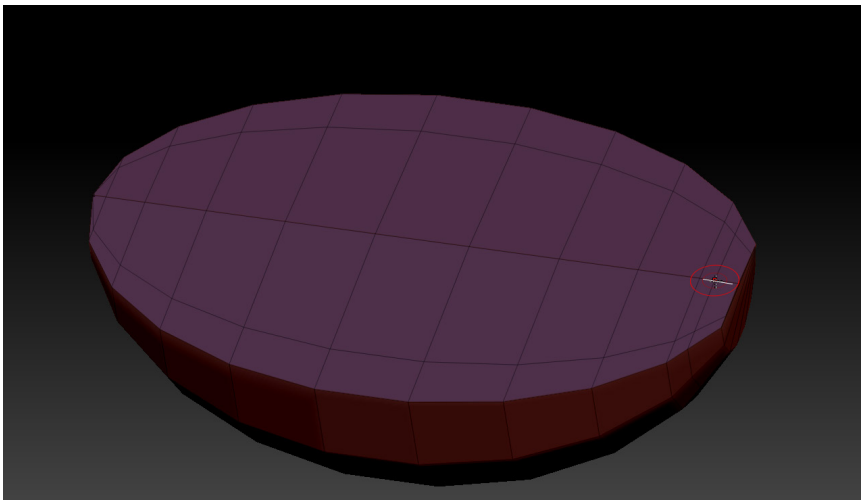

Figure 3-118 *The edge loop created*
5. Click on the bottom center of the edge; an edge loop is created, as shown in Figure 3-118.